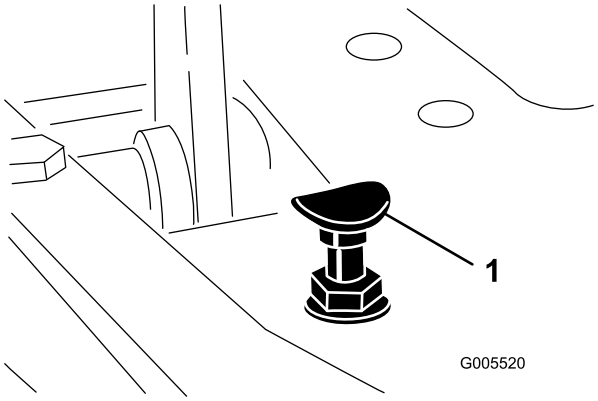

Figur 52
Du kommer upp i maximal transporthastighet genom att sätta funktionsreglaget i transportläget och trycka ned gaspedalen. Det behövs en justering om pedalen nuddar vid stoppet (Figur 52) innan anspänningen känns i kabeln:
1. Flytta funktionsreglaget till transportläget och lossa på låsmuttern som fäster pedalstoppet vid golvplattan (Figur 52).